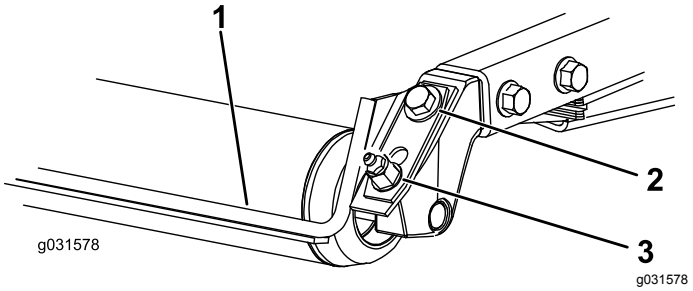

Figur 21
1. Lossa smörjnippeln och monteringsskruven (Figur 21).